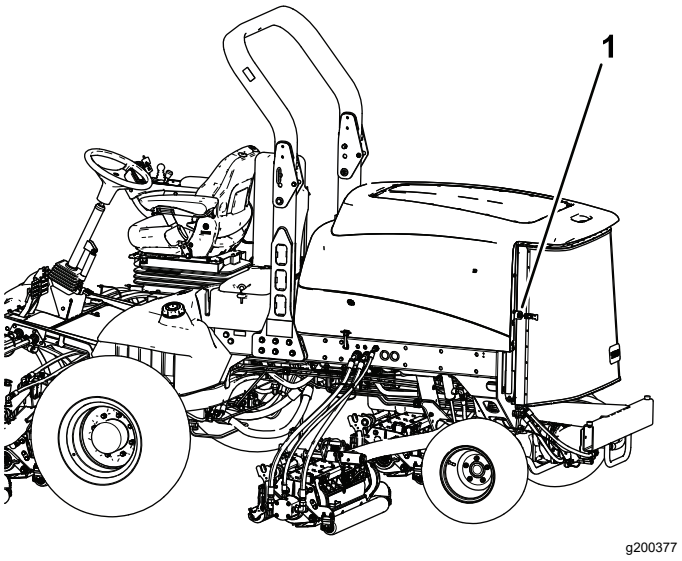

Рисунок 113
2. Откройте защелку и откиньте заднюю решетку (Рисунок 113).